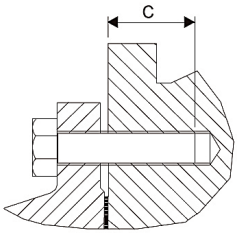

Fig. 7 | Lunghezza di avvitamento C
- Viti secondo ISO 4014 (vedi fig. 7 e tabella 3)